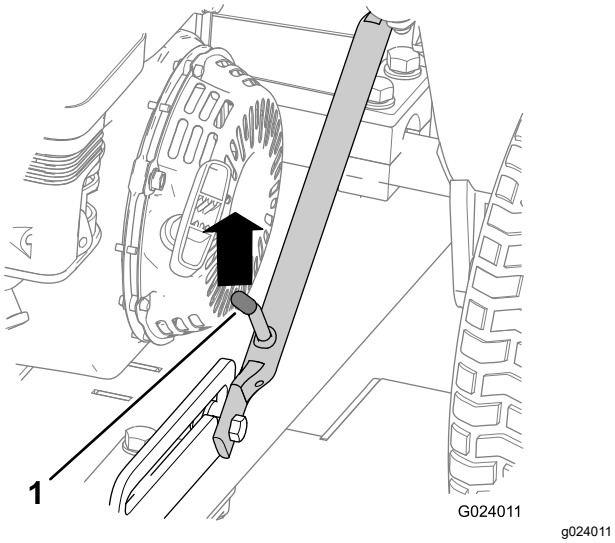
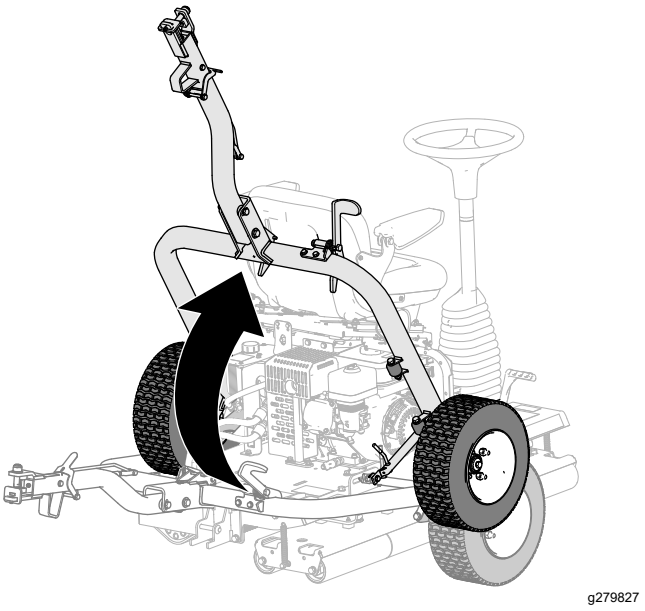

Figuur 17
Figuur 22
1. Duw de trekhaak omhoog tot de vergrendelingshendel loskomt van de pal (Figuur 17).
5. Breng de trekhaak omhoog (Figuur 22) totdat de vergrendelingshendel in de pal klikt (Figuur 17).